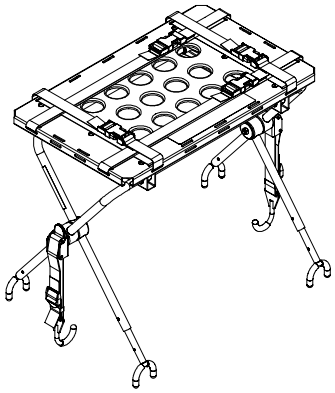

Figur 55
2. Åbn og udfold defibrillatorplatformens ben som vist i Figur 55.